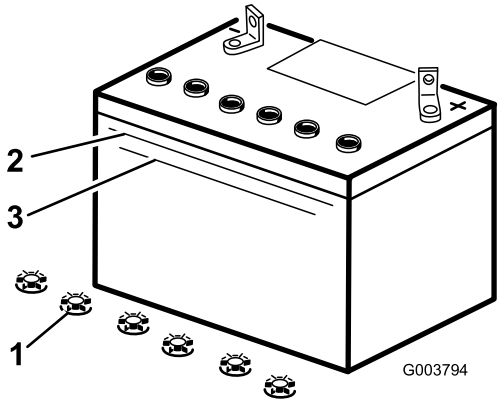

Figure 30
3. Observez le côté de la batterie. Le niveau de l'électrolyte doit atteindre le trait supérieur (Figure 30). Le niveau d'électrolyte ne doit pas descendre au-dessous du trait inférieur (Figure 30).
3. Enlevez les bouchons de remplissage de la batterie (Figure 30).
4. Versez de l'eau distillée avec précaution dans chaque élément jusqu'au repère supérieur (Figure 30) sur le côté de la batterie.
5. Attendez cinq à dix minutes après avoir rempli les éléments. Au besoin, ajoutez de l'eau distillée pour amener le niveau jusqu'au repère supérieur sur le côté de la batterie (Figure 30).